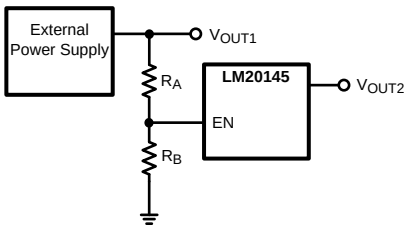

Figure 30. Sequencing LM20145 with Precision Enable
The precision enable (EN) and power good (PGOOD) pins of the LM20145 can be used to address many sequencing requirements. The turn-on of the LM20145 can be controlled with the precision enable pin by using two external resistors as shown in Figure 30.